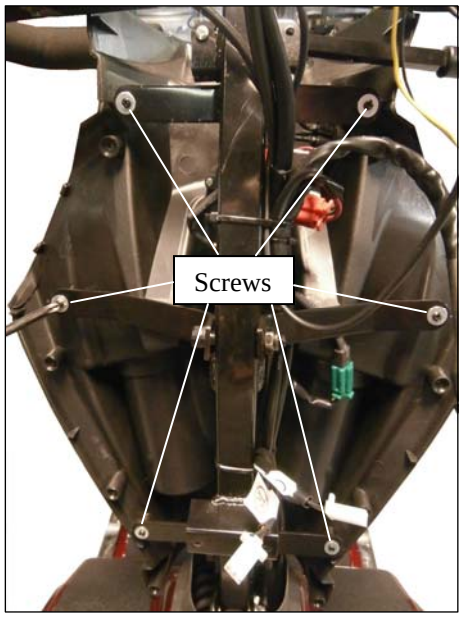

Figure 8. Inside Tiller (front section)
2) Remove the (6) Phillips screws at the backside of the front tiller cover to access the switches. See figure 8.
4) Install the (6) Phillips screws removed in step 2 to secure the front tiller cover.